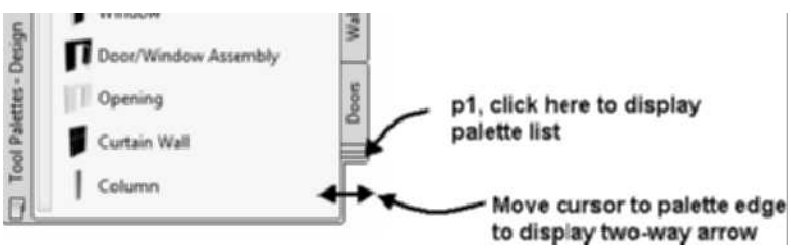

FIGURE 1.22 *Resizing a palette set*
11. To change the size of the tool palettes, move the cursor to the edge of the palette. When a two-way arrow is displayed, left-click and drag the palette to change its size as shown in Figure 1.22.
12. You can resize the palettes to hide the tabs of the palette. To display the hidden tabs, click the palette stack at **p1** as shown in Figure 1.22 and choose the name of a palette from the flyout list.